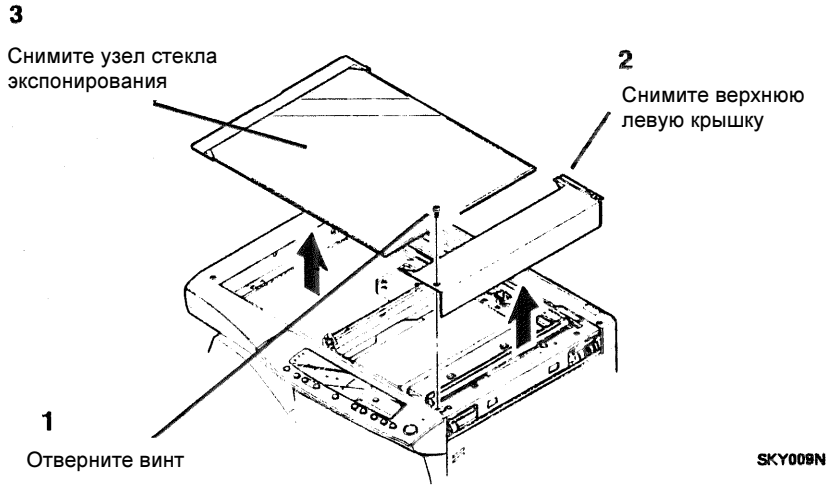

Рисунок 1. Снятие узла стекла экспонирования
2. (Рисунок 1): Снимите узел стекла экспонирования.